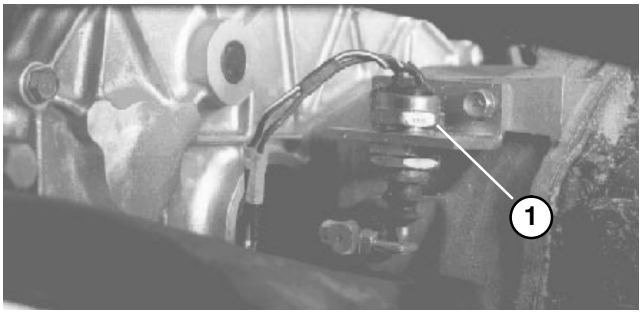

**Figure 50**
**7.** Recheck clutch safety switch adjustment (Fig. 50). Engine must not crank unless clutch pedal is 1.25" ±.25" from floor. If an adjustment is required, loosen switch jam nuts and adjust up or down.